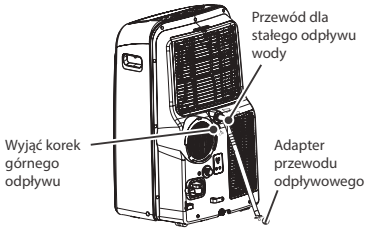

Rys. 18
- W trybach osuszania należy wyjąć korek z odpływu górnego z tyłu klimatyzatora i zainstalować przyłącze odpływu (5/8 wkładka uniwersalna) z przewodem 3/4" (nie znajduje się w wyposażeniu, należy kupić indywidualnie). W modelach bez przyłącza odpływu wystarczy zamocować przewód odpływowy w otworze odpływowym. Wolną końcówkę adaptera umieścić bezpośrednio nad kanałem odpływowym w piwnicy domu. Patrz rys. 18.